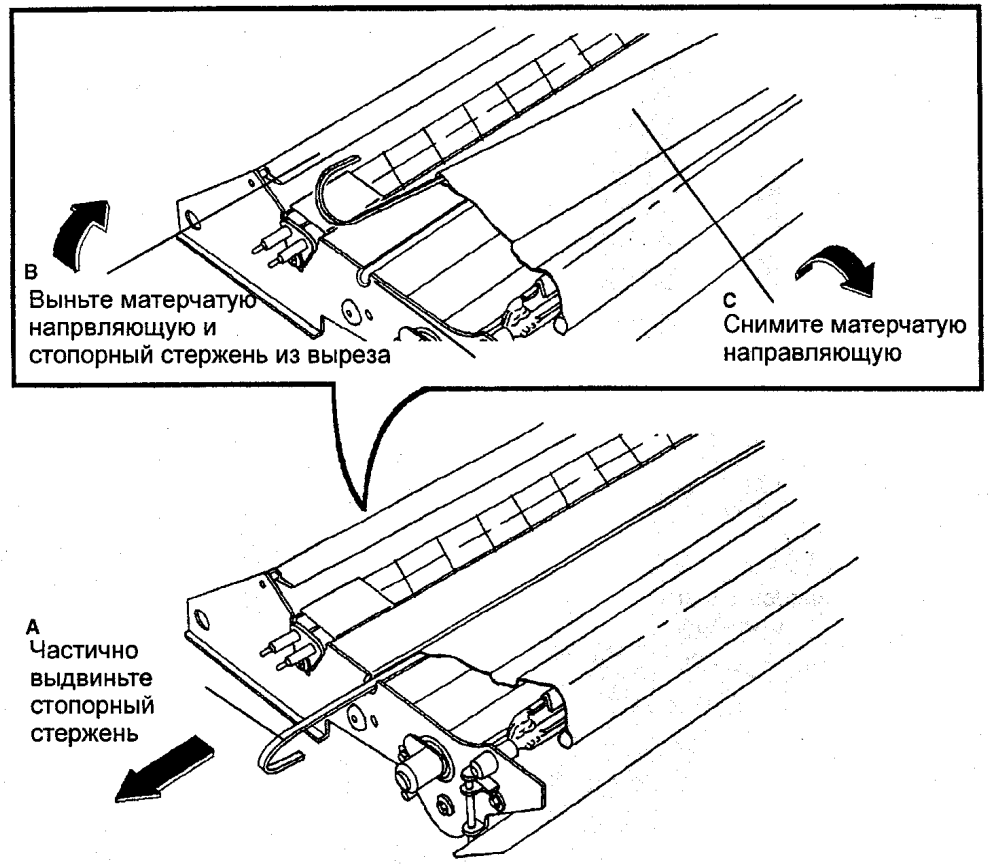

Рис. 1 Снятие матерчатой направляющей
2. (РИС. 1): СНИМИТЕ МАТЕРЧАТУЮ НАПРАВЛЯЮЩУЮ.